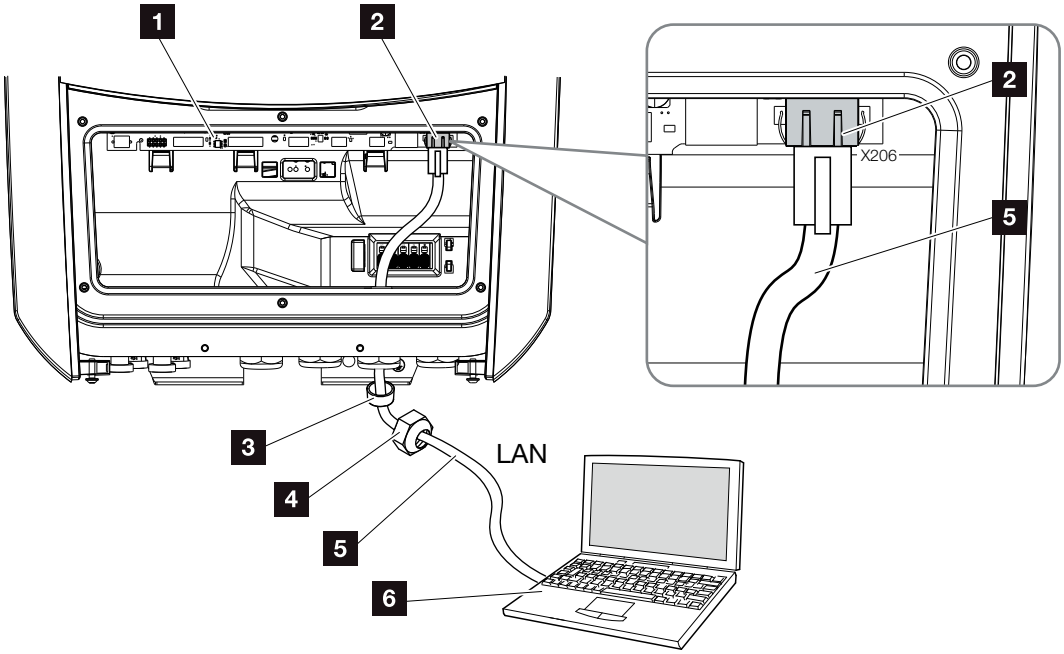

Fig. 32: Ligação do inversor ao computador com um cabo Ethernet
3. Ligue o cabo Ethernet à interface LAN da Smart Communication Board. **Fig. 32 Pos. 2**